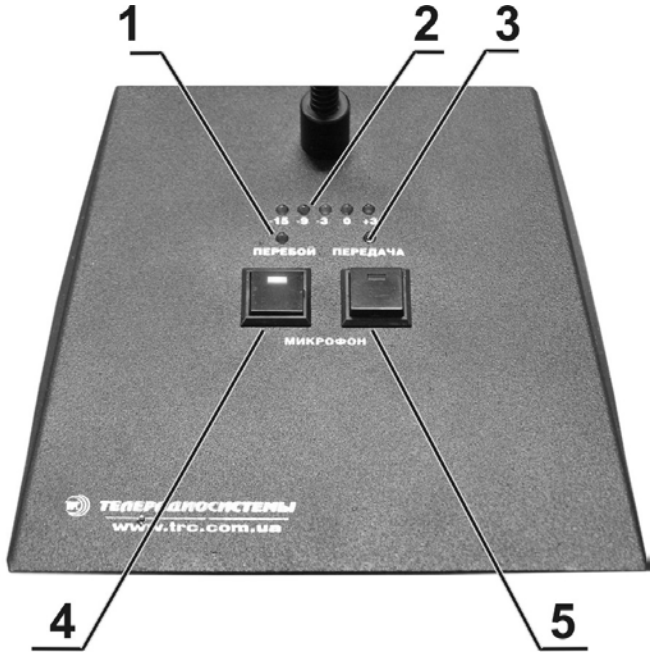
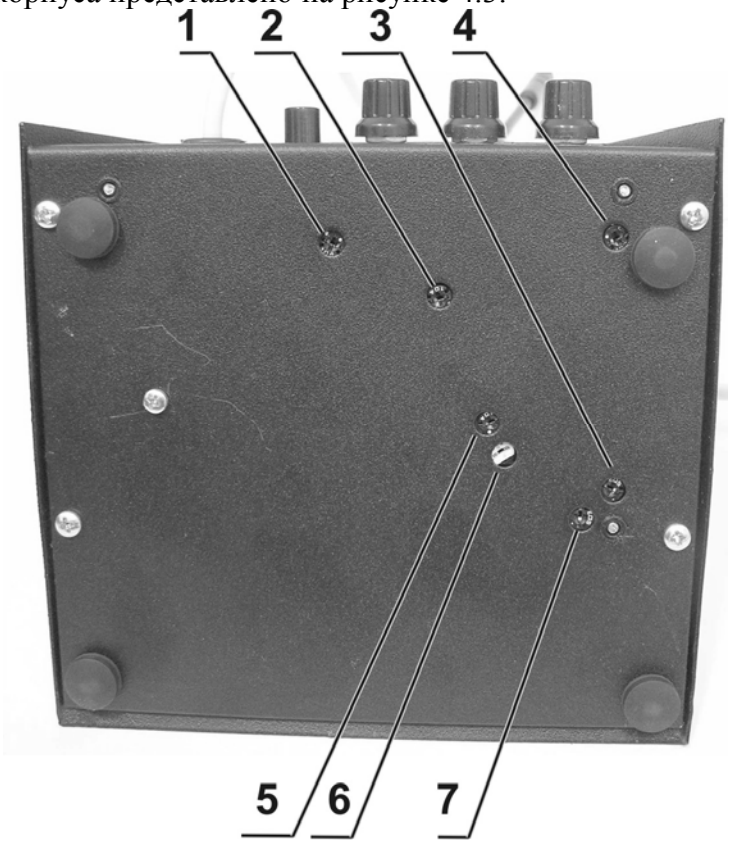

Рисунок 4.1 – Лицевая панель АК
Рисунок 4.3 – Расположение регулировок на нижней части корпуса АК
4.1. На лицевой панели пульта АК-2221 (рис. 4.1) расположены:
“Соотношение компрессии” (рис. 4.3);
Уменьшать уровень усиления (см. рис. 4.3) до тех пор, пока не будет замечено ослабление передаваемого сигнала.
В общем случае для этого режима АК настраиваются как для дуплексного режима (п. 6.2) за исключением пункта 6) (VOX выключается кнопкой включения/отключения VOXа (рис. 4.2) и пункта 7) (кнопка “Микрофон” на лицевой панели АК (рис. 4.1) играет роль управляющего ключа). Для включения передачи эта кнопка должна быть нажата. Прием возможен и в режиме передачи (эффект приглушения работает от кнопки “Микрофон”).
3. Нажать на настраиваемой консоли кнопку “Микрофон” (рис. 4.1), на второй консоли – отжать. В случае возникновения положительной акустической связи в настраиваемом пульте – устранить ее уменьшением уровня громкости регулятором “Прием” (рис. 4.2);
5. Установить регулятор диф. системы (рис. 4.3) в такое положение, при котором сигнал в громкоговорителе будет минимальным. В случае пропадания сигнала из-за шумозаградительной функции перебоя, увеличить уровень голоса и подрегулировать регулятор диф. системы;
7. Повышать уровень срабатывания перебоя (см. рис. 4.3) до полного пропадания сигнала в громкоговорителе. При дальнейшей настройке консоли порог срабатывания перебоя НЕ УМЕНЬШАТЬ!
первый).В данном режиме рекомендуется располагать микрофоны и акустические системы так, чтобы свести к минимуму попадание звука от акустики в микрофон, что может приводить к ложному срабатыванию VOXа (свечение индикатора “Передача” (рис. 4.1) от звука с громкоговорителя при молчании абонента). Настраивать АК желательно при низких уровнях громкости (регулятор “Прием” (рис. 4.2) вблизи крайнего левого положения). При возникновении ложных срабатываний VOXа, увеличить порог его срабатывания (рис. 4.3).
14. Провести пробную связь 2-х АК. Так как шумозаградительная функция перебоя сохраняется всегда, то в случае срабатывания перебоя от шумов и наводок в линии (либо от других слабых сигналов) увеличить уровень срабатывания перебоя (рис. 4.3);
а) В случае наличия сигнала с линии, но молчания абонента (индикатор “Передача” (рис. 4.1) не светится) громкость исходная;
В случае необходимости, увеличить эффект приглушения с помощью регулировки “% приглушения” (рис. 4.3).
сигналов) увеличить уровень срабатывания перебоя (рис. 4.3).
8. Установить соотношение компрессии 1:1 (регулятор “Соотношение компрессии” (рис. 4.3) в крайнее левое положение);
9. Установить уровень усиления сигнала максимальным (регулятор “Уровень усиления” (рис. 4.3) в крайнее правое положение);
10. Установить регулятор “% приглушения” в крайнее правое положение (рис. 4.3), что соответствует 50% приглушению сигнала в громкоговорителе;
11. Установить регуляторы уровня срабатывания VOXа и перебоя (рис. 4.3) на минимальный порог срабатывания (в крайнее левое положение);